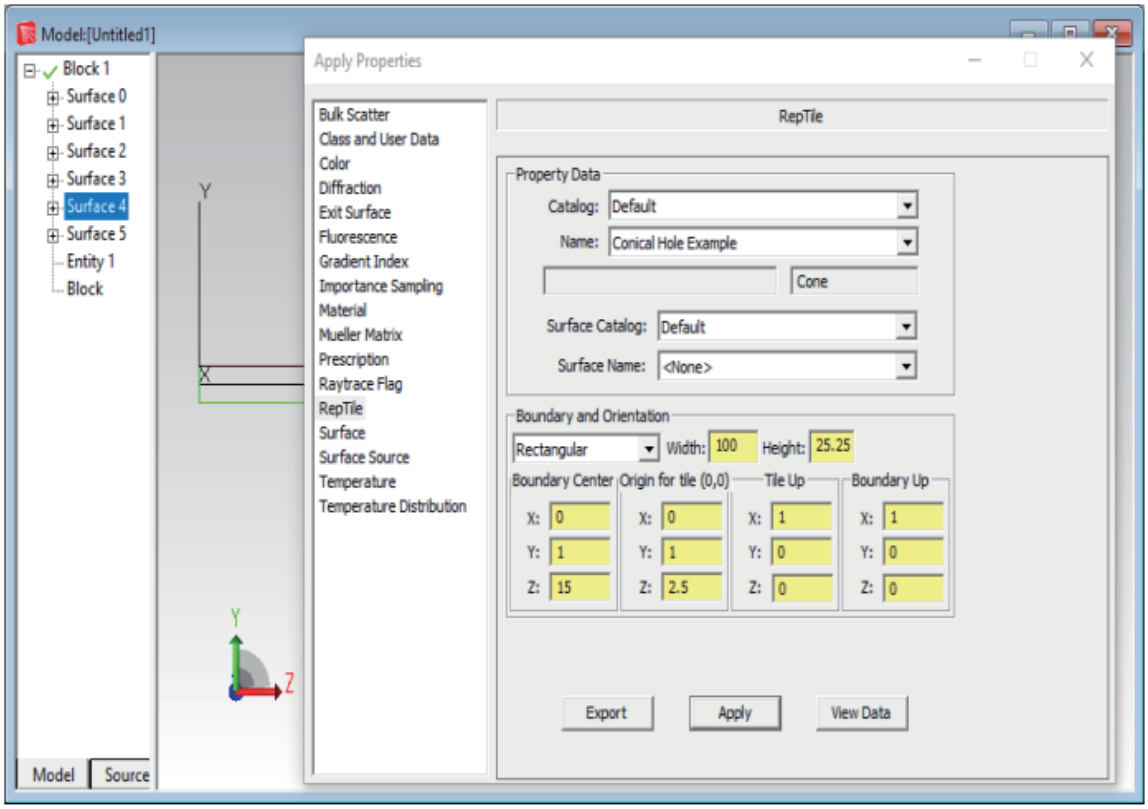

FIGURE 9.19 - Insert a block and apply the Conical Hole Example RepTile property to it.
18. テクスチャの配置調整 : 図 9.19 に示された値を入力し、「RepTile」テクスチャの配置を調整します。これにより、タイル（0,0）がブロックの矩形境界の「-z」エッジに配置されます。